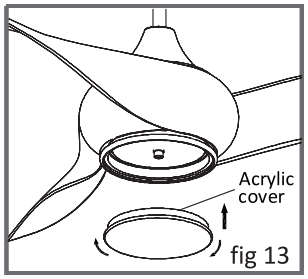

fig 13
6) Carefully lift the glass shade by pushing up to light fixture and twist clockwise until it is held tightly in place by the three tabs;(fig13)